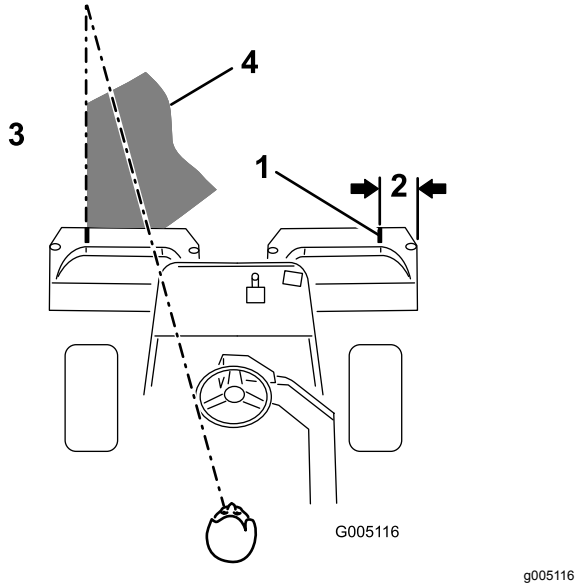

**Figuur 36**
**Opmerking:** Om ervoor te zorgen dat u het gazon in een rechte lijn maait en de machine op een gelijke afstand van de rand van de vorige maaibaan blijft, moet u uitgaan van een denkbeeldige zichtlijn, ongeveer 1,8 tot 3 m vóór de machine tot de rand van het ongemaaide deel van de green (Figuur 36). Sommige bestuurders vinden het handig de buitenrand van het stuurwiel deel te laten uitmaken van de zichtlijn; d.w.z. de rand van het stuurwiel in een rechte lijn te houden ten opzichte van een punt dat altijd op dezelfde afstand van de voorkant van de machine blijft.